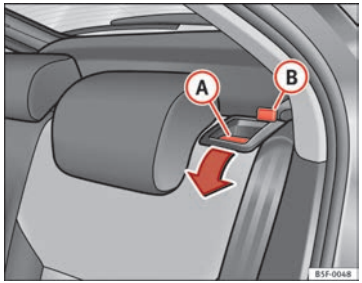

Fig. 83 Alavanca de desbloqueio do encosto
– Pressione a alavanca de desbloqueio ⇒ Fig. 83 (A) no sentido da seta.
– Volte a colocar o encosto até que encaixe correctamente ⇒ ⚠. Caso o encosto tenha encaixado correctamente, já não se poderá ver a marca vermelha do trinco ⇒ Fig. 83 (B).